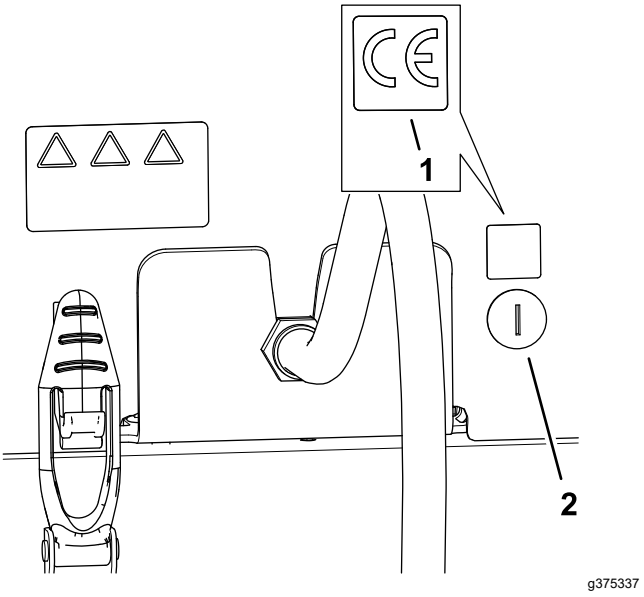

Figuur 34
1. Maak de motorkap schoon rondom de motorkapsluiting en laat de motorkap drogen. Gebruik hierbij schoonmaakalcohol en een schone doek (Figuur 34).